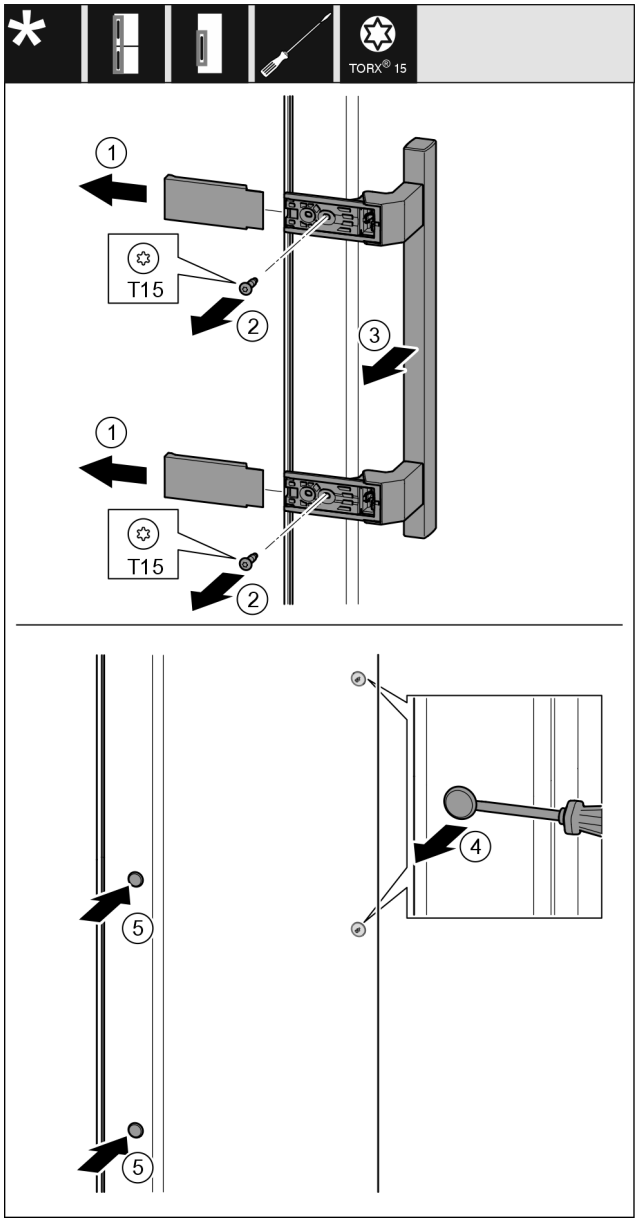

Fig. 19
- ▶ Îndepărtați capacul *Fig. 19 (1)*.
- ▶ Demontați șuruburile *Fig. 19 (2)* cu șurubelnița.
- ▶ Îndepărtați mânerul *Fig. 19 (3)*.
- ▶ Ridicați cu precauție dopul lateral *Fig. 19 (4)* cu o șurubelniță plată și extrageți-l.
- ▶ Introduceți dopul *Fig. 19 (5)* pe partea opusă.